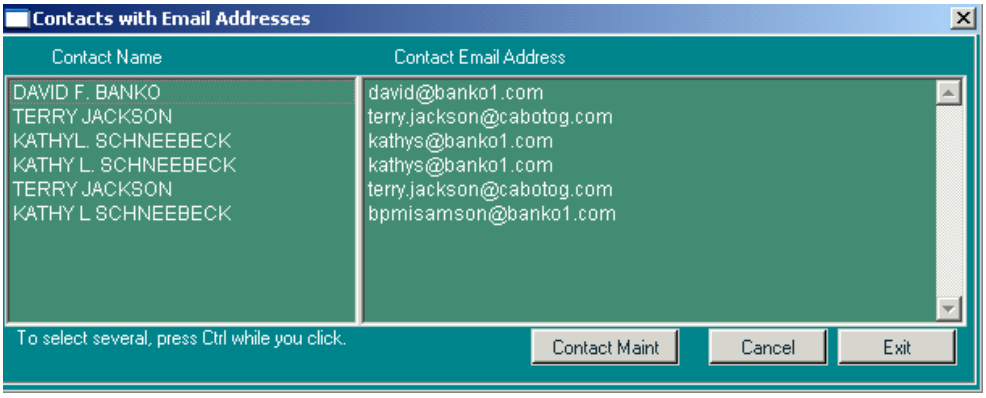

Figure 10-11: Contacts with Email Addresses Window
3. **To**: The default contact for this EC transmission autopopulates this field; however, it is possible to change this address. Only one email address can be on a single line, so use the <**Enter**> key on the keyboard to go to the next line in the field to list more than one address. Manually type in the address desired, or click on the button to the right of the field to display the *Contacts with Email Addresses* picklist (Figure 10-11). In the picklist, select the desired contact. To select more than one contact, hold down the <**Ctrl**> key on the keyboard and click on each name to be included. Click **Cancel** to not use any of the listed names. If the